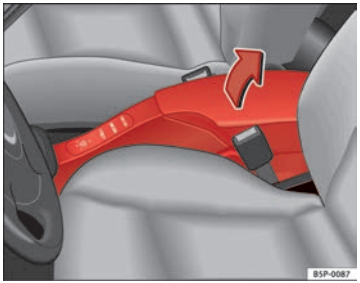

Fig. 100 Front armrest with storage compartment
– To open the storage compartment, lift the armrest up in the direction of the arrow ⇒ Fig. 100 and then lift the cover.